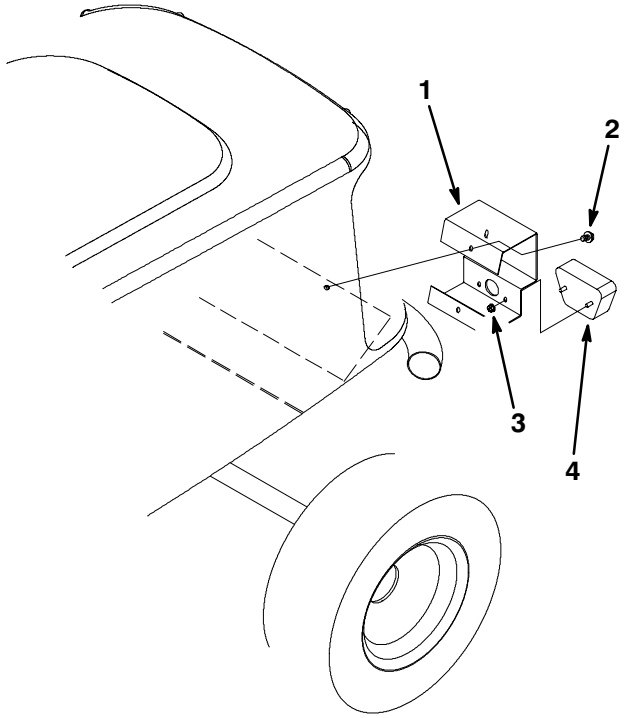

Figure 13
1. Align taillight bracket with existing hole in rear frame member (Fig. 13).
2. Use taillight bracket to locate and mark additional bracket mounting hole in rear frame member (Fig. 13).
3. Drill a 19/64” (7.5 mm) mounting hole in frame member (Fig. 13).
4. Fasten taillight bracket to frame member with two 5/16”-18 x 5/8” thread-forming screws (Fig. 13).
5. Fasten taillight assembly to taillight bracket with two palnuts (Fig. 13).